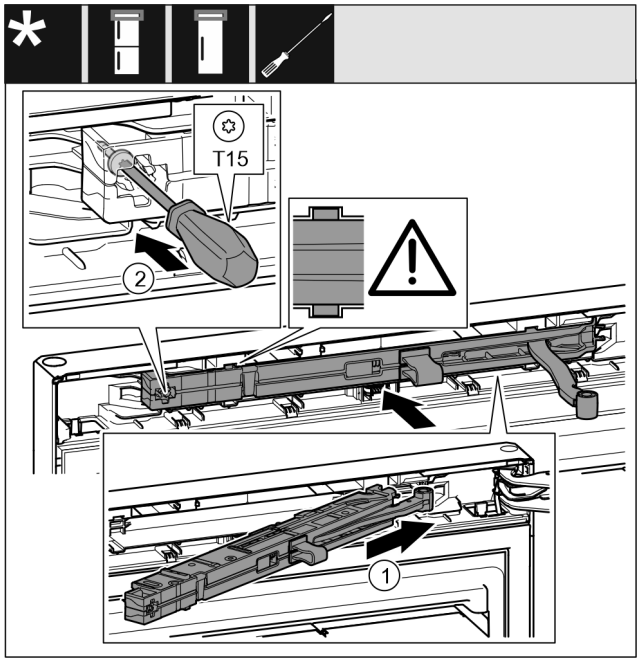

Fig. 30
- ▶ Sluitdemperunit *Fig. 30 (1)* aan de lagerbokzijde tot aan de aanslag schuin in de uitsparing schuiven.
- ▶ Schroef *Fig. 30 (2)* met een schroevendraaier vastschroeven.